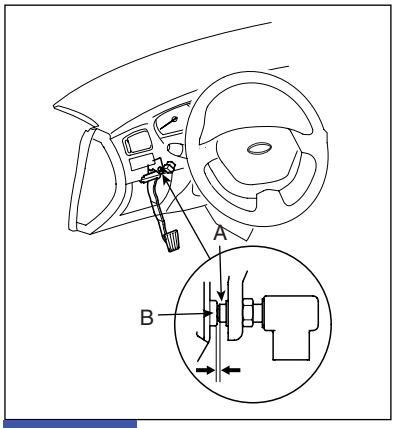

FIG.1)
FIG. 1) method of adjust : Screw in the "STOP LAMP SWITCH" until its plunger is fully de-pressed(threaded end (A) touching the pad (B) on the pedal arm). Then back off the switch 3/4 turn to make 0.9mm(0.04In) of clearance between the threaded end and pad Tighten the locknut firmly. Connect the "STOP LAMP SWITCH" connector. Make sure that the stop lamp goes off when the pedal is released.